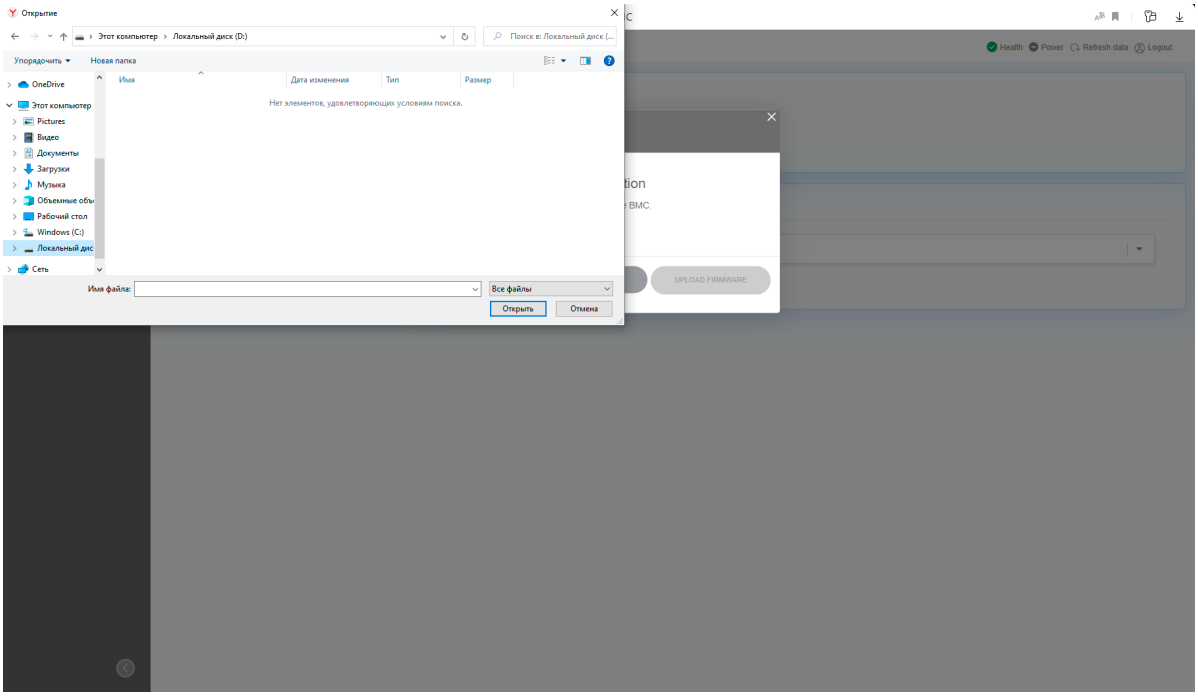

Рис. 85. Выбор директории с новой версией BMC
4) В нужной вам директории выберите файл с новой версией обновления BMC. Окно показано на рис. 85 Выбор директории с новой версией BMC.